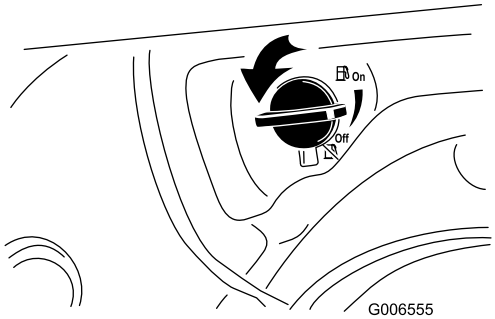

Figur 21
2. Drei drivstoffavstengningsventilen mot klokken 1/4 runde for å åpne den (Figur 21).